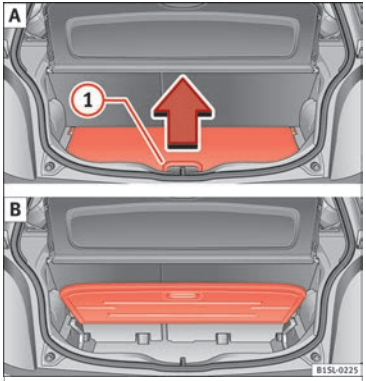

Fig. 71 A: open the boot variable floor. B: raised boot variable floor.
- To *raise* the floor, raise handle ››› **Fig. 71** (1) in the direction of the arrow and pull from the floor all the way up ››› **Fig. 71 B**.